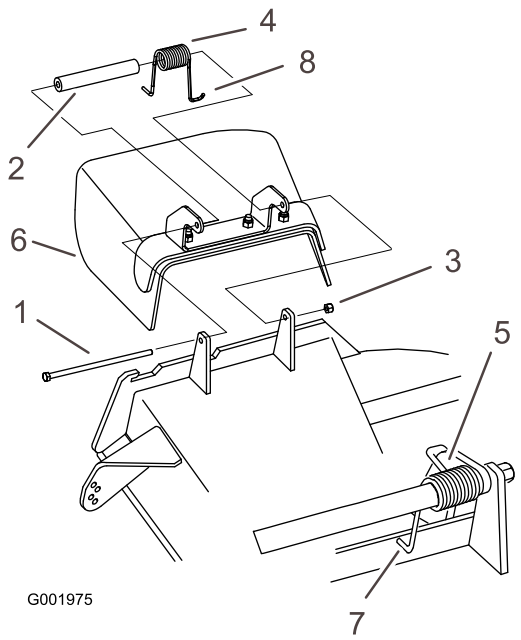

Figura 75
1. Retire la contratuerca, el perno, el muelle y el espaciador que sujetan el deflector a los soportes de pivote (Figura 75).
Nota: Asegúrese de colocar un extremo en **J** del muelle detrás del reborde de la carcasa antes de instalar el perno, según se muestra en Figura 75.
4. Instale el perno y la tuerca. Coloque un extremo en **J** del muelle alrededor del deflector de hierba (Figura 75).